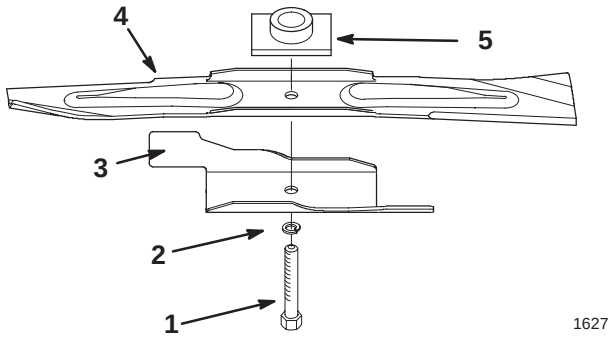

Abbildung 23
2. Schnittmesserschraube, Sicherungsscheibe, Schnittmesserbeschleuniger und Schnittmesser entfernen (Abb. 23).
1. Das Schnittmesser auf Spindel und Schnittmessermitnehmer setzen, wobei die gebogenen Messerspitzen zum Rasenmäher zeigen und der Messermitnehmer in der Aussparung des Messers liegt (Abb. 23).
2. Beschleuniger, Sicherungsscheibe und Schnittmesserschraube anbringen (Abb. 23).